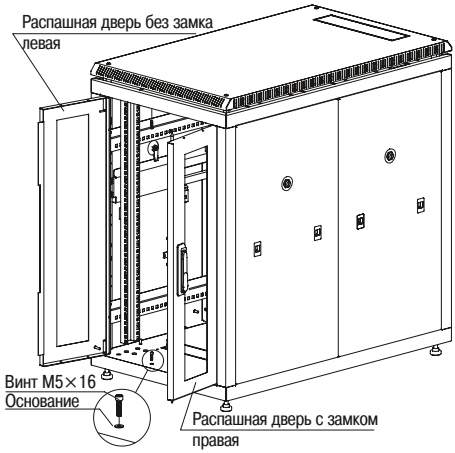

Рисунок 15 – Установка распашных дверей в шкаф
3.4.6 Для установки распашных двухстворчатых дверей (рисунок 15) требуется повторить 3.4.1–3.4.3*.
Для предотвращения поворота распашных дверей внутрь шкафа в посадочные места на обоих основаниях необходимо вкрутить два винта М5×16 (рисунок 15). Возможность менять распашные двери местами не предусмотрена.